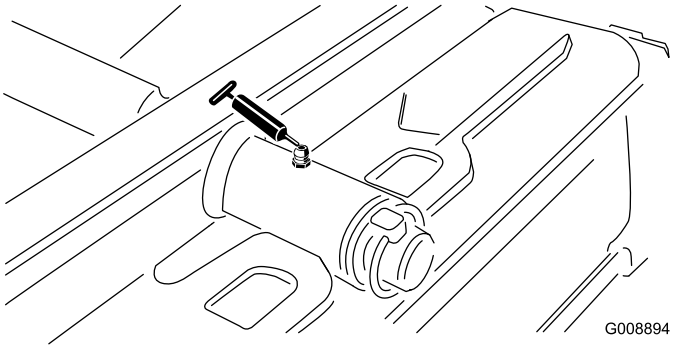

**Figur 47**
- Bageste klippeenheds drejetap (Figur 47)